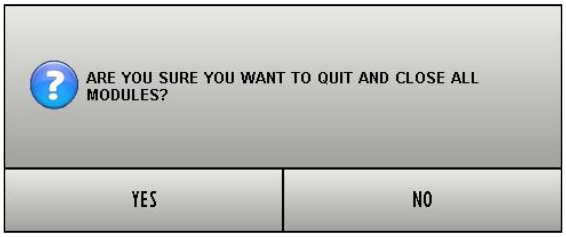

Fig 50
3) Window without timer with double choice (YES or NO - Fig 50).
The window shown in Fig 50, as the previous one, requires a choice between the options **Yes** and **No** in relation to a procedure that has just been performed. Click the **Yes** button to perform the action, click the **No** button to quit without performing. This type of window has no timer and remains on screen until a choice is made.